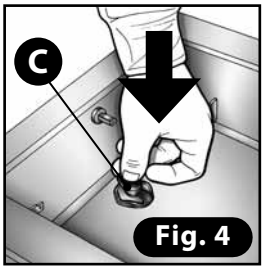

Fig. 4
5) Inserire il cappuccio di protezione **(C)** nel foro centrale come indicato in **(Fig. 4)**.
4) Applicare il nastro nuovo **(Fig. 4)** tagliando la parte eccedente ai due capi **(Fig. 5)**.